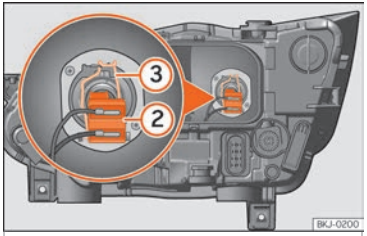

Fig. 54 In the engine compartment: dipped beam headlight bulb.
– Remove the bulb connector ››› Fig. 54 ②.
– Unclip the retainer spring ››› Fig. 54 ③ pressing inwards to the right.